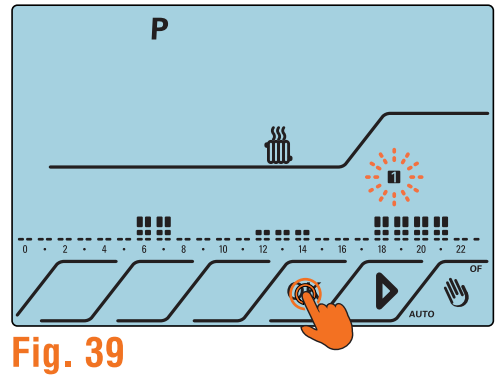

Fig. 39
4. Sul display lampeggerà il numero **1** (lunedì) e verrà mostrato il grafico del programma. Premere **OK** per entrare nella programmazione del giorno (lunedì) (Fig.39).